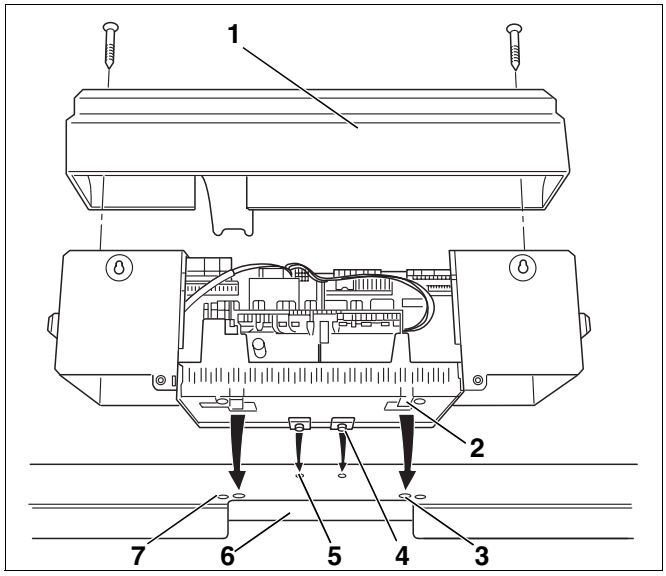

Рис. 34 Установка системы управления
На рис. 34 изображен вид сзади системы управления и передней крышки (рис. 34, **поз. 1**).
- Ослабить два винта на крышке (рис. 34, **поз. 1**). Снять крышку, приподняв ее вверх.
- Вставить крюки (рис. 34, **поз. 4**) системы управления в овальные отверстия передней крышки котла (рис. 34, **поз. 5**).
- Систему управления сдвинуть вперед и затем откинуть назад. Эластичные крюки (рис. 34, **поз. 2**) должны войти сзади в прямоугольные отверстия передней крышки котла (рис. 34, **поз. 3**).
- Цоколь системы управления закрепить слева и справа от прохода для кабеля (рис. 34, **поз. 6**) к передней крышке котла двумя саморезами (рис. 34, **поз. 7**).
- Вновь установить крышку (рис. 34**,** стр. 37) на систему управления.
- Закрепить крышку системы управления винтами (рис. 34**,** стр. 37).